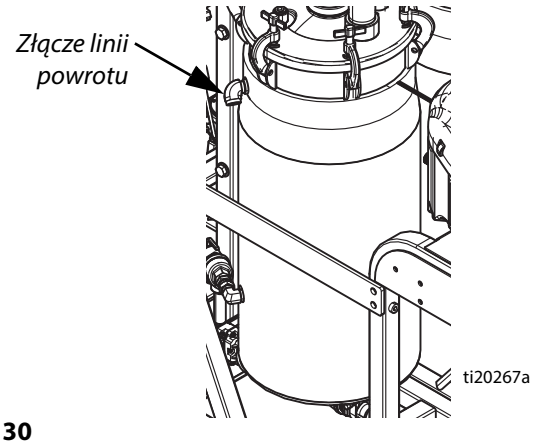

**Rys. 30**
7. Odłączyć przewody powrotne cyrkulacji materiału na bocznych częściach zbiornika, a następnie zaślepić złącze zbiornika. Dzięki temu można usunąć olej mineralny z przewodów z cieczą. Doprowadzić przewody powrotne do zbiorników na odpady. Patrz Rys. 30.